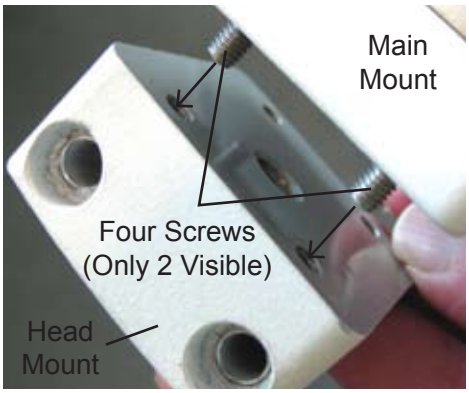

Figure SU-01, Connect Mount
1. Take the Main Mount and line up the Four Allen Screws with the screw holes on the Head Mount. Refer to Figure SU-01.
2. Using a #3 metric Allen Screwdriver, secure the Main Mount to the Head Mount. Be sure that the screws are securely tightened. Refer to Figure SU-01.